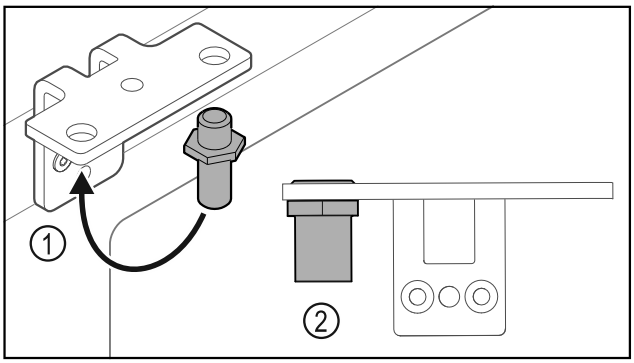

*Fig. 27*
▶ Mutați bolțul *Fig. 27 (1)* în colțarul balamalei.
▶ Strângeți bolțul *Fig. 27 (2)* cu **cuplul de 12 Nm**.